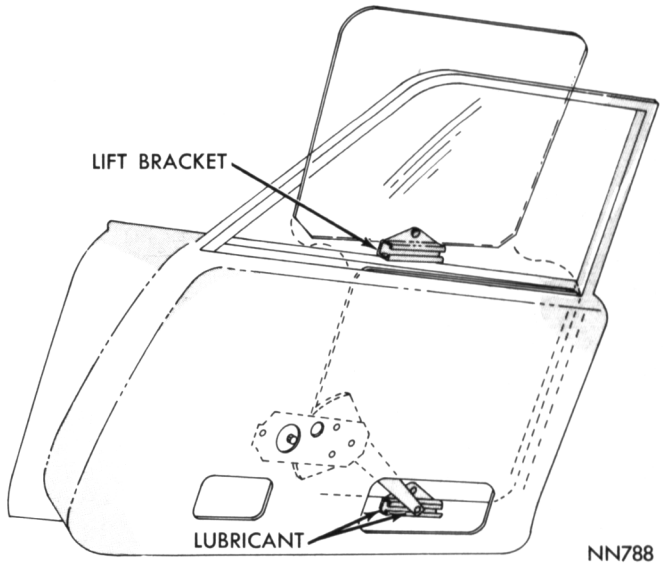

Fig. 27—Glass Replacement
(2) Move run channel forward and slide glass out of channel (Fig. 27).
(3) Remove regulator arm from lift bracket channel.
(4) Remove glass from door.
(5) Push plug out of lift bracket rivet.
(6) Pinch expandable ends of rivet together and push rivet out of glass.
Whenever it is necessary to remove the motor from regulator, it is imperative the linkage be clamped in a vise (Fig. 27) to lock it in place. Failure to do this allows the assist spring to drive the mounting bracket around the lift pivot.